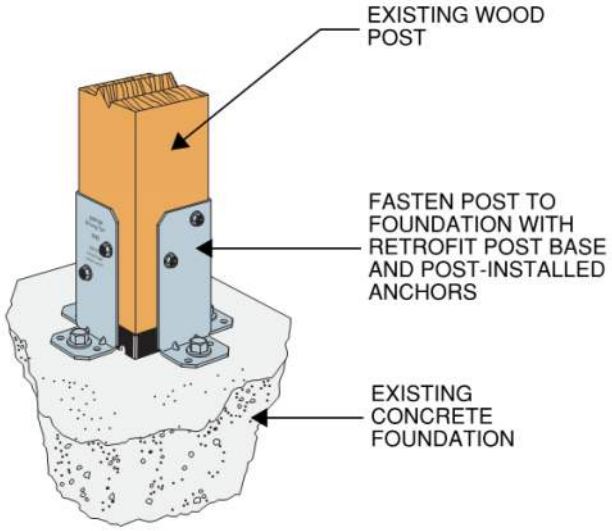
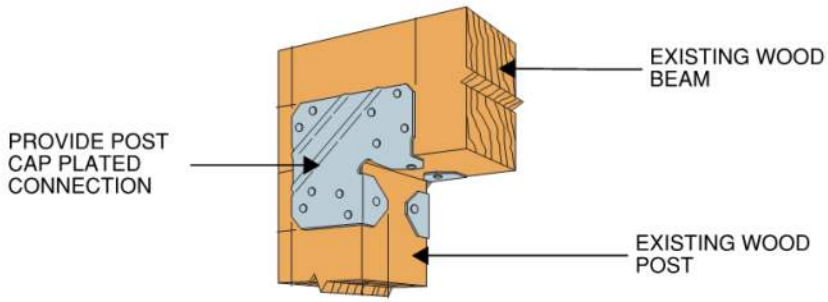

Figure 7-Wood Post to Foundation
Figure 8-Wood Post Cap to Beam
- **Post Connections:** In the original building where post connections are visible (both top and bottom connections), there does not appear to be a positive connection present. In the crawlspace area, it is recommended to provide post-installed screw anchors at post base to foundation connections, and post cap plates to beams. See Figure 7 and Figure 8 below for connection details. Additionally, in the basement area, there appear to be steel columns which are lacking connections at both the base and top conditions. It is recommended to provide post